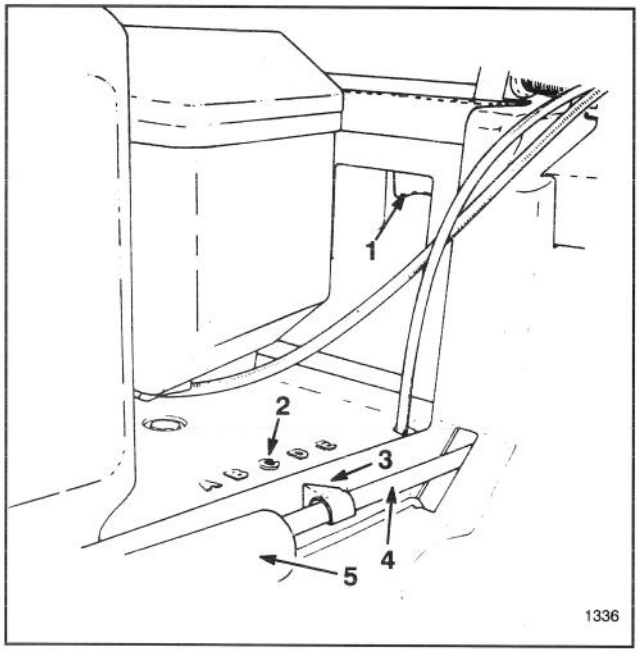

Abbildung 13
3. Den Hebel für die Schnitthöheneinstellung mit einem oder zwei Fingern drücken (Abb. 13). Um die Radhöhe zu vergrößern, drücken Sie den Hebel, um den Schnitthöhen-Einstellhebel freizugeben, und ziehen Sie den Mäher nach oben. Haben Sie die gewünschte Höhe erreicht, lassen Sie den Hebel wieder los. Um die Radhöhe zu verringern, drücken Sie den Schnitthöhen-Einstellhebel, um den Hebel zu entlasten, und drücken Sie den Mäher hinunter, wobie **Sie ihn gleichzeitig nach vorn schieben**. Die richtige Einstellung wird durch den Zeiger auf der Verbindungsstange angezeigt. Alle Räder stellen sich automatisch auf die selbe Schnitthöhe ein.